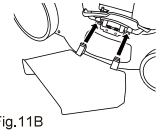
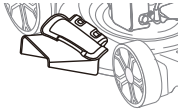

Fig.11B
Fig.11C
3. Install the side discharge chute under the mulch door by sliding two hooks under the hinge pin on door assembly (Fig.11B). The mower is now ready for discharge operation. (Fig.11C)